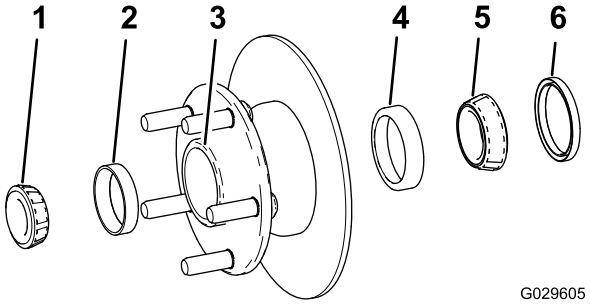

Rysunek 31
1. Zdejmij z piasty zewnętrzne łożysko wraz z bieżnią łożyska (Rysunek 31).
2. Zdejmij z piasty uszczelnienie oraz łożysko wewnętrzne wraz z bieżnią łożyska (Rysunek 31).
5. Oczyść wgłębienie w piaście ze smaru, ziemi i zanieczyszczeń (Rysunek 31).
7. Włóż do piasty bieżnie łożysk wewnętrznego i zewnętrznego (Rysunek 31).
8. Napełnij wgłębienie zalecanym smarem w około 50 do 80% (Rysunek 31).
9. Zamontuj wewnętrzne łożysko w bieżni po wewnętrznej stronie piasty, a następnie zamontuj uszczelnienie (Rysunek 31).